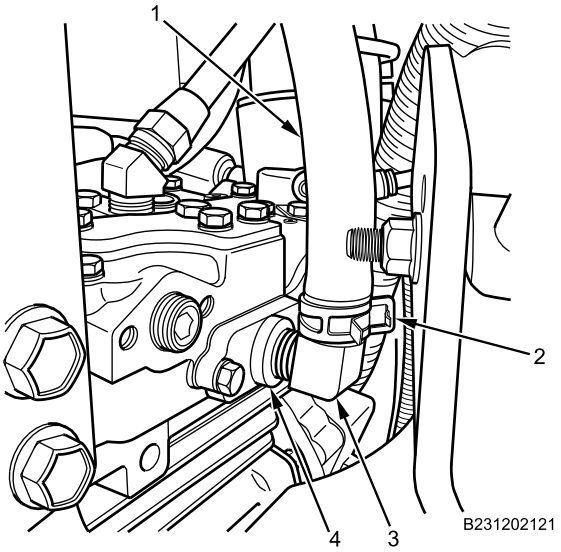

Figure 4. Air Compressor Connection.
4. Position clamp (Figure 4, Item 1) on air compressor supply air line (Figure 4, Item 2) .
5. Connect air compressor supply air line (Figure 4, Item 1) to fitting (Figure 4, Item 3) on air compressor (Figure 4, Item 4).
6. Install clamp (Figure 4, Item 2) where air compressor supply air line (Figure 4, Item 1) overlaps fitting (Figure 4, Item 3).